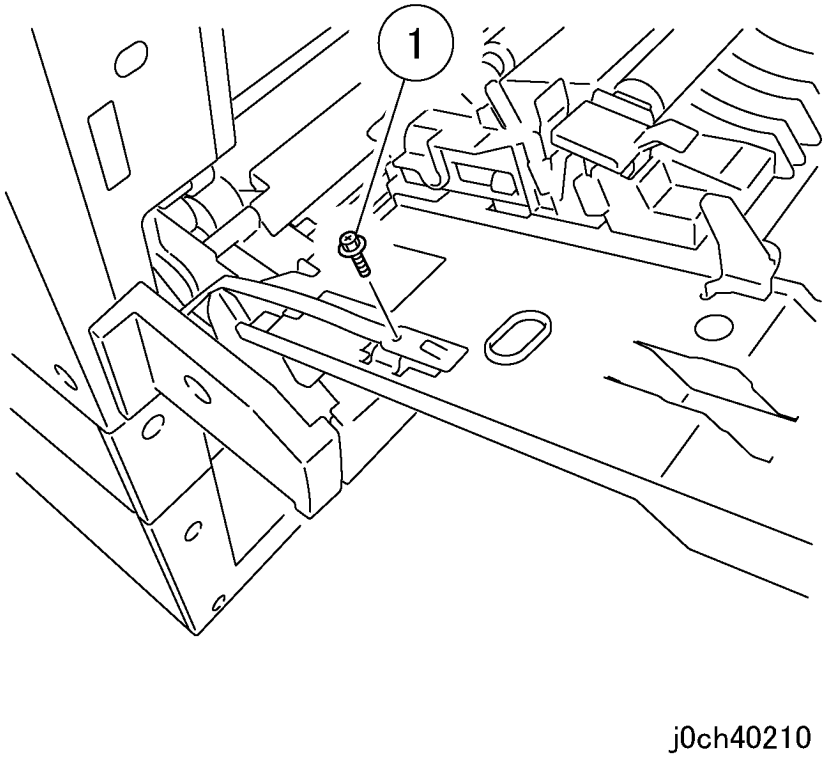

Рисунок 1 Отворачивание винта (j0ch40210)
2. Отверните винт, придерживая узел левой крышки (рисунок 1).